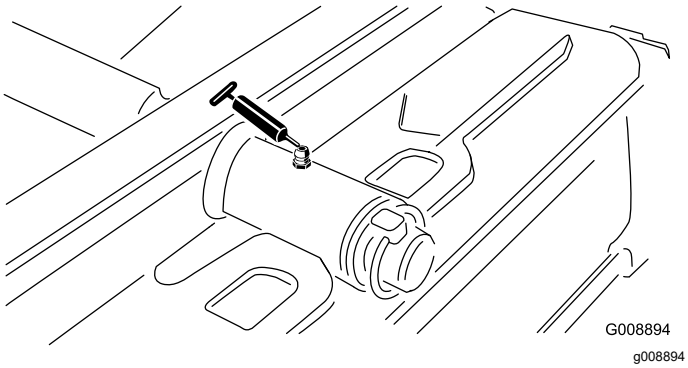

Figuur 60
- Draaipunt van achterste maai-eenheid (Figuur 60)